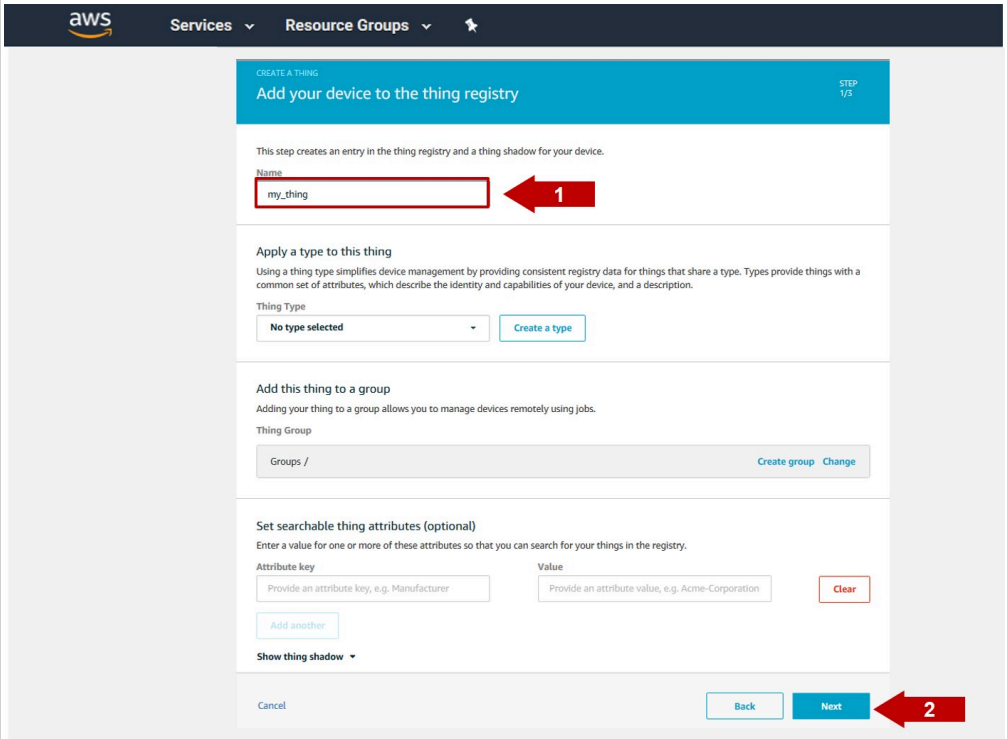

Figure 14. Add your device to the thing registry
3. A new form called **Add your device to the thing registry** will be opened. For the purpose of this demo, you only need to fill in the AWS IoT Thing **name** and click **Next** as shown in Figure 14